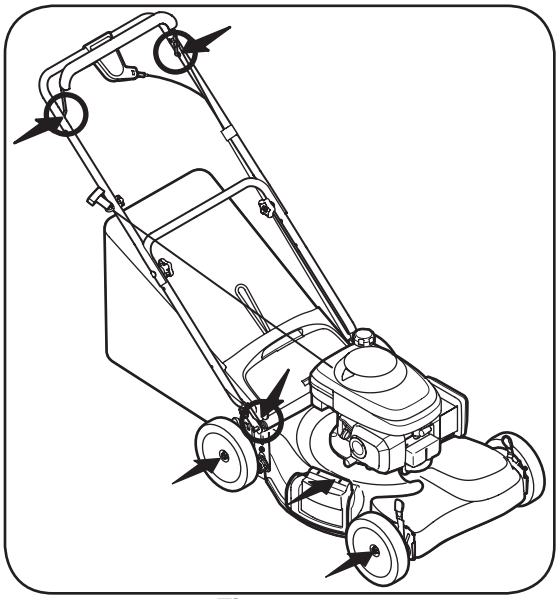

Figure 5-1
1. Lubricate pivot points on the blade control at least once a season with light oil. The blade control must operate freely in both directions. See Figure 5-1.
2. Lubricate the wheels at least once a season with light oil (or motor oil). If wheels are removed for any reason, lubricate surface of the pivot arm and inner surface of the wheel with light oil. See Figure 5-1.
3. Lubricate the torsion spring and pivot point on the rear discharge door and side mulch plug periodically with light oil to prevent rust. See Figure 5-1.